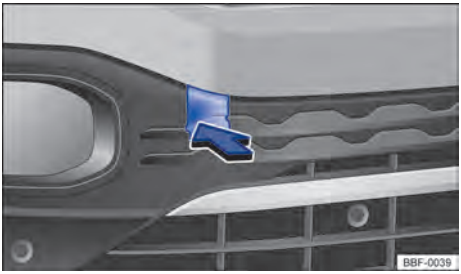
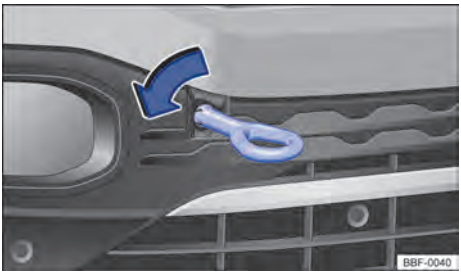

Fig. 200 No para-choque dianteiro à direita: soltar e remover a cobertura.
Fig. 201 No para-choque dianteiro à direita: rosquear a argola de reboque.
O alojamento para a argola de reboque rosqueável está localizado à direita do para-choque dianteiro, atrás de uma cobertura → Fig. 200.
- Pressionar na área inferior da cobertura → Fig. 200 ① para soltar o travamento da cobertura.
- Retirar a cobertura para frente ② e deixá-la pendurada no veículo.
- Rosquear a argola de reboque tão firme quanto possível **no sentido anti-horário** no alojamento → Fig. 201 ① → ⓘ. Utilizar um objeto apropriado com o qual a argola de reboque possa ser rosqueada com firmeza no alojamento.